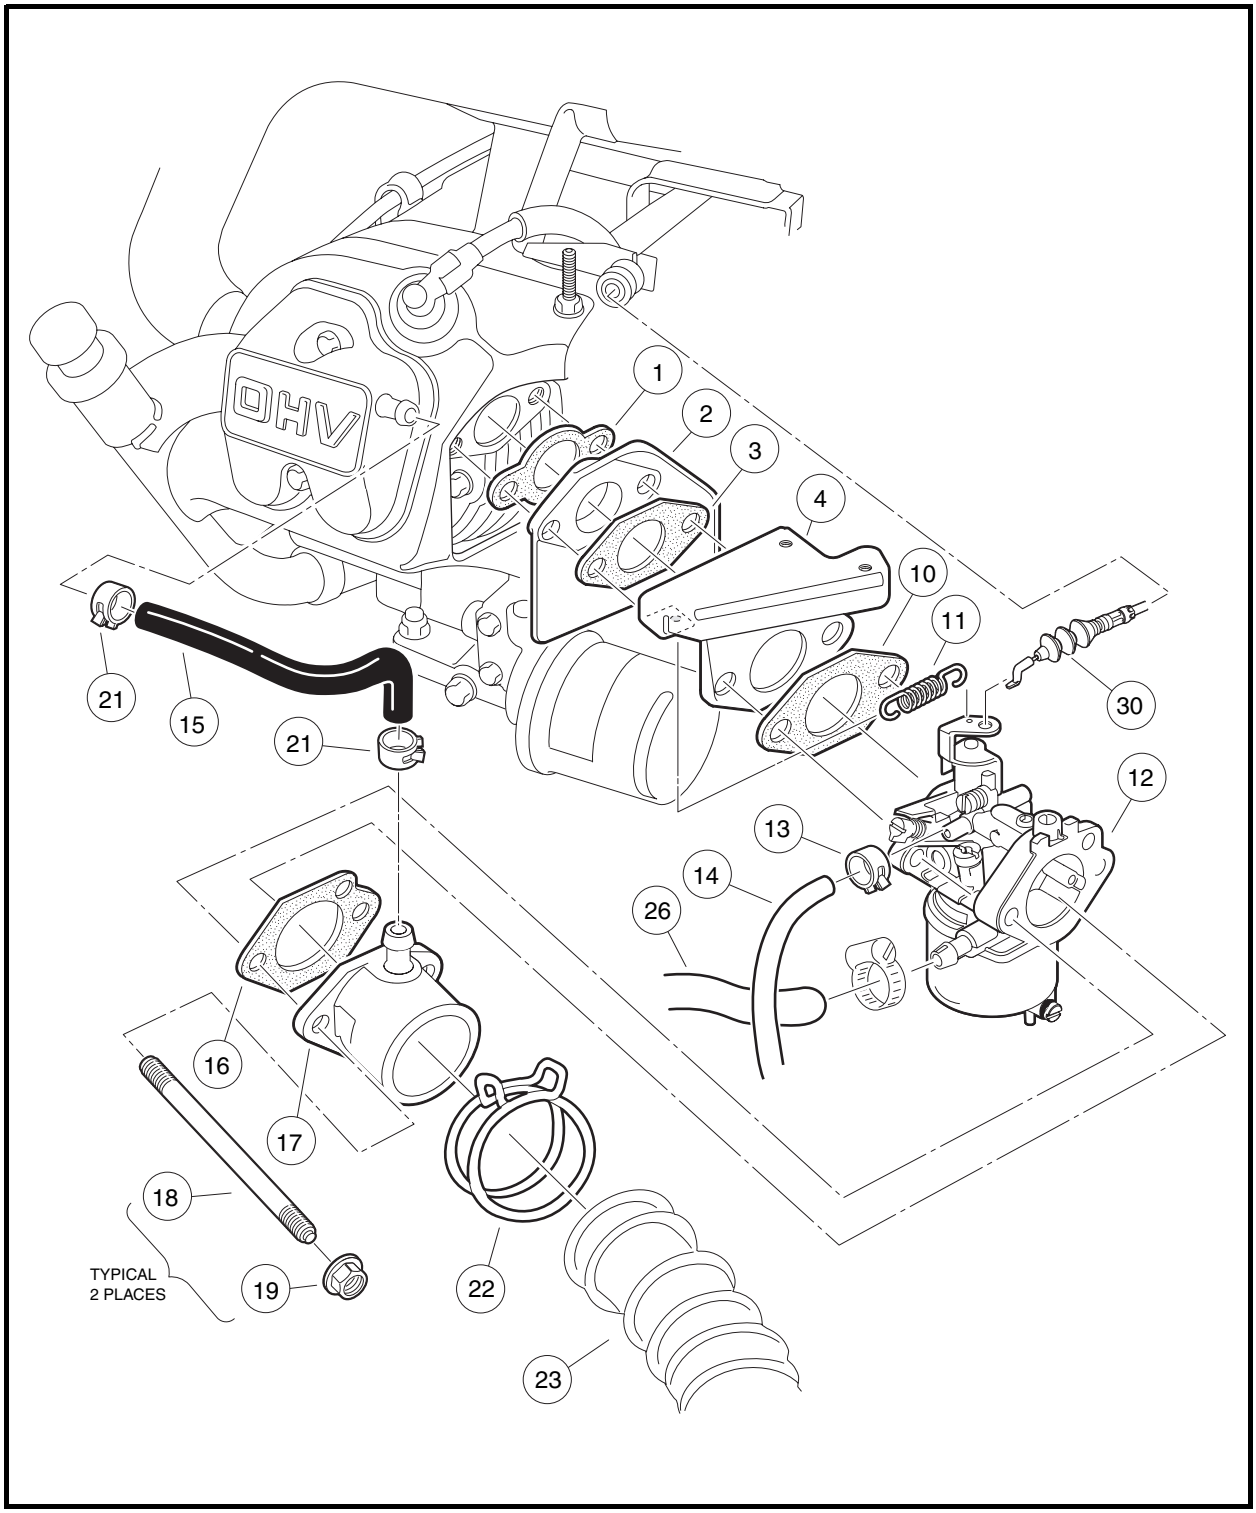

Figure 14-1 Carburetor Installation
1.2. Loosen the intake air hose clamp (22) and disconnect the intake air hose (23) at the carburetor end only **(Figure 14-1, Page 14-3)**.
1.6. Remove the carburetor retaining nuts (19), intake pipe (17), and carburetor (12). **See following NOTE.**
NOTE: *Note the orientation of the gasket (16), between the carburetor intake pipe (17) and the carburetor body (12) so that it can be replaced in the same orientation* ***(Figure 14-1, Page 14-3)****.*
12. Install the carburetor on the engine **(Figure 14-1, Page 14-3)**.
12.1. Attach the throttle return spring (11) to the carburetor and then to the throttle bracket (4) just before positioning the carburetor and securing it to the engine **(Figure 14-1, Page 14-3)**.
4. Disconnect the governor cable (2) at the carburetor throttle **(Figure 14-1, Page 14-3)**.
5. Disconnect the governor cable (2) from the governor lever arm (15).
6. Remove the governor cable (2) from the governor cable engine bracket (11), and governor cable support bracket (10) **(Figure 14-1, Page 14-3)**. Remove the cable (2) from the vehicle.